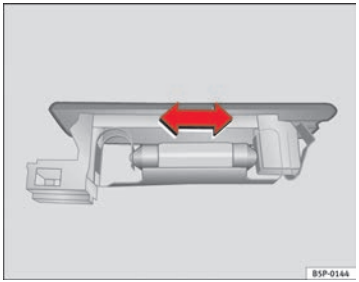

Fig. 149 Luggage compartment light
– Press the bulb sideways and remove it from its housing ⇒ fig. 149. ■